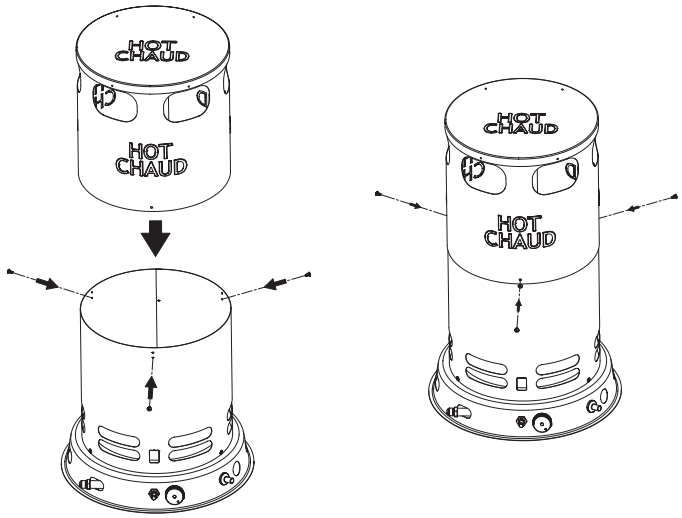

Figure 3
3. Attach three (3) screws to the bottom row of holes in the lower housing (See Figure 3).
4. Slide upper housing over lower housing, lining up the three remaining screw holes. Insert three (3) screws and tighten securely (See Figure 3).